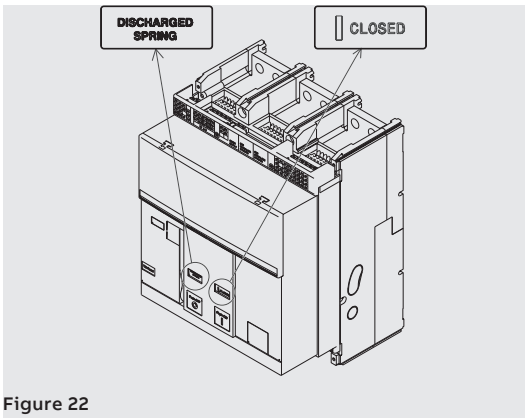

Figure 22
5. Check that the circuit-breaker is closed (open/closed indicator "I - CLOSED"), and check that the springs are discharged (spring signalling device "white - DISCHARGED SPRING" as indicated in Figure 22.